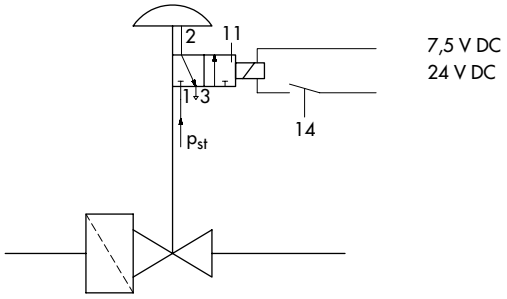

Rys. 5 · Schemat działania zaworu bez ustawnika pozycyjnego
Ciśnienie sterujące p_{st} doprowadzane jest poprzez zawór elektromagnetyczny (11) włączony w obwód pomocniczy funkcji awaryjnego wyłączania (wyłącznik 14) instalacji, w której następuje spalanie paliwa. Wzbudzona podczas pracy cewka przełącza zawór w takie położenie, że ciśnienie sterujące pst na przyłączu 1 (rys. 5 i 6) jest podawane na membranę siłownika. Przerwanie obwodu pomocniczego (awaria) powoduje przełączenie zaworu sterującego i odciążenie ciśnieniowe membrany przez przyłącze 3. Siła napięcia sprężyn siłownika zamyka zawór regulacyjny w czasie krótszym niż 1 s.